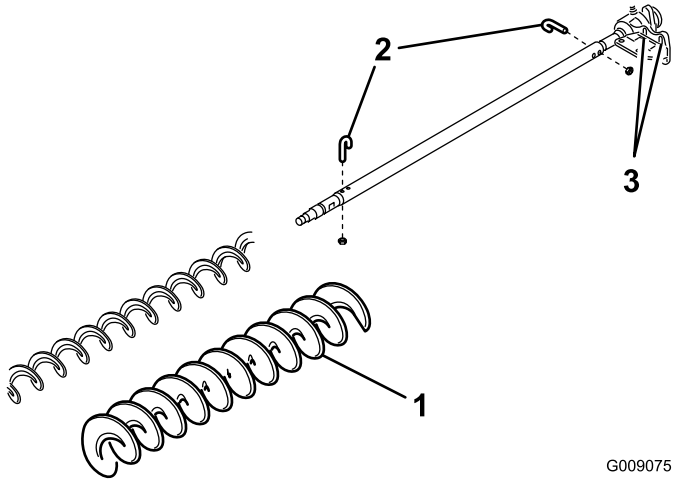

Figure 22
3. Enlevez les 2 boulons en J et écrous (Figure 22).
4. Faites glisser la brosse existante pour la déposer de l'arbre (Figure 22).
5. Desserrez les 2 boulons, rondelles et écrous qui fixent le logement de roulement d'entraînement à son support (Figure 22).
6. Glissez la brosse pour grande hauteur de coupe sur l'arbre (Figure 22).
7. Fixez la brosse sur l'arbre avec les 2 boulons en J retirés précédemment (Figure 22).